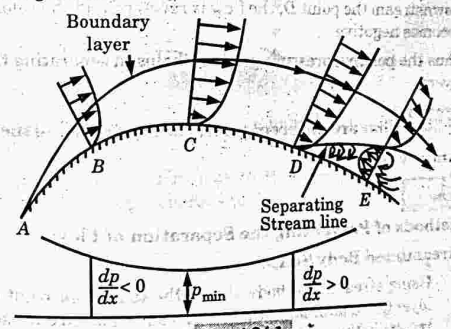

Fig. 4.34.1.
1. The effect of pressure gradient $\left(\dfrac{\partial p}{\partial x}\right)$ on boundary layer separation can be explained by considering the flow over a curved surface *ABCDE* as shown in Fig. 4.34.1.
5. As explained in the Fig. 4.34.1 the velocity of the layer adjacent to the solid surface along the length of the solid surface goes on decreasing as the kinetic energy of the layer is used to overcome the frictional resistance of the surface.